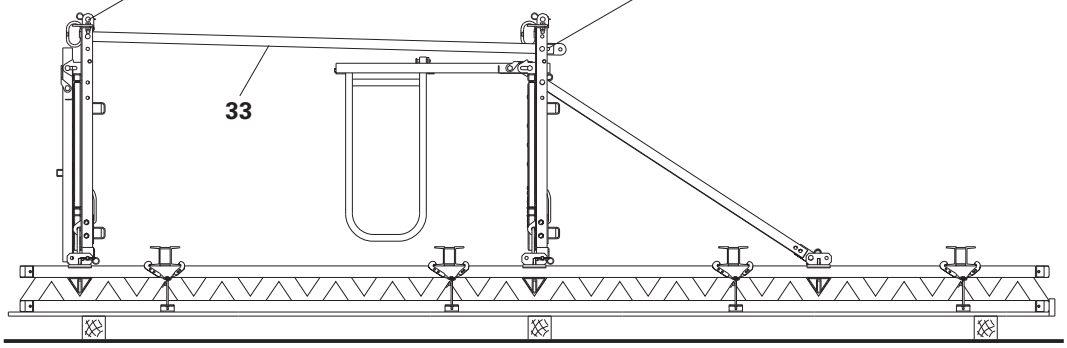

Rys. B2.10
2. Wyporę pomostu VARIO 264 (33) połączyć z pomostem górnym. (Rys. B2.10 + B2.10.1)
3. Wyporę pomostu VARIO 264 połączyć pionowo z pomostem dolnym. (Rys. B2.10 + B2.10.2)